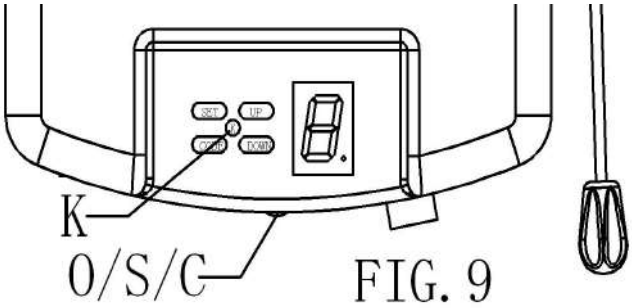

FIG. 9
4.2.5 Press the RED O/S/C button at the bottom of door operator or K button (FIG.9), confirm the up limit and down limit are correct. If not, please re-set the travel limit according to above processes until the limits are correct.